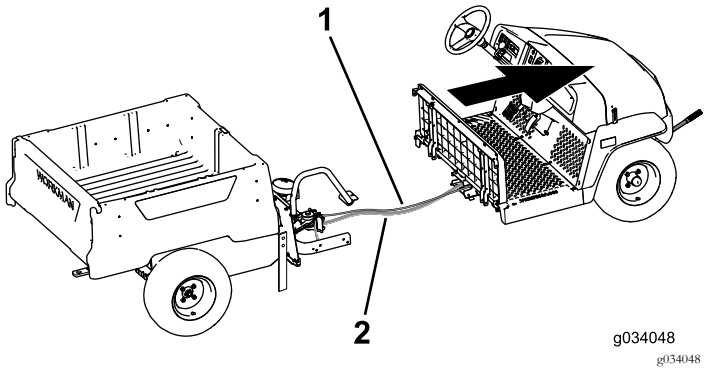

Figura 20
8. Con la ayuda de otra persona, mueva la sección delantera hacia adelante, separándola de la sección trasera (Figura 20).